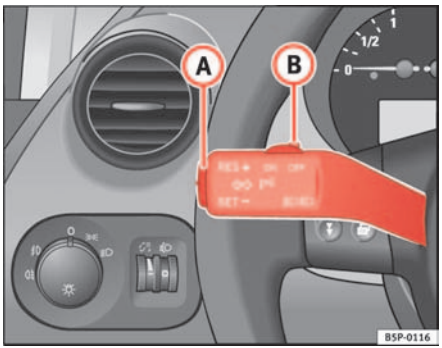

Fig. 142 Turn signal and main beam lever: switch and rocker switch for CCS
– Press the upper part of the rocker switch **RES** ⇒ fig. 142 (A) to increase the speed. The vehicle will continue to accelerate for as long as you keep the rocker switch pressed. When you release the switch, the new speed is stored.
Control of the set speed is switched off if you reduce speed by depressing the brake pedal. You can reactivate the control by pressing once on the upper part of the rocker switch **RES+** ⇒ page 170, fig. 142 (A).